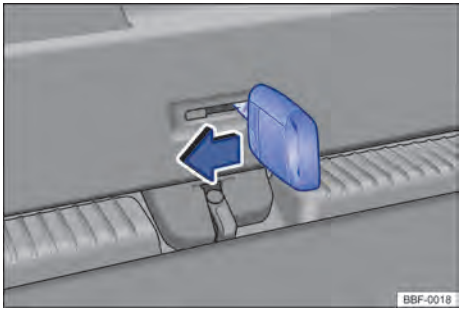

Fig. 61 No compartimento de bagagem: destravar a tampa traseira.
– Inserir a haste da chave na abertura na tampa traseira → Fig. 61 e deslocar a alavanca de destravamento no sentido da seta. ◁